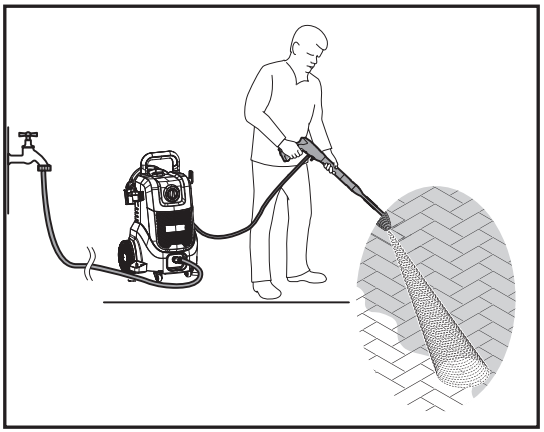

Fig. 20
2. Alege modelul de pulverizare necesar dacă utilizezi duza reglabilă (20).
4. Ține pistolul pulverizator (16) cu ambele mâini.
5. Pornește aparatul rotind comutatorul de pornire / oprire (3) la poziția „**I**”.
7. Apasă complet declanșatorul pistolului pulverizator (16a) pentru a porni jetul de apă așa cum se arată în fig. 20.